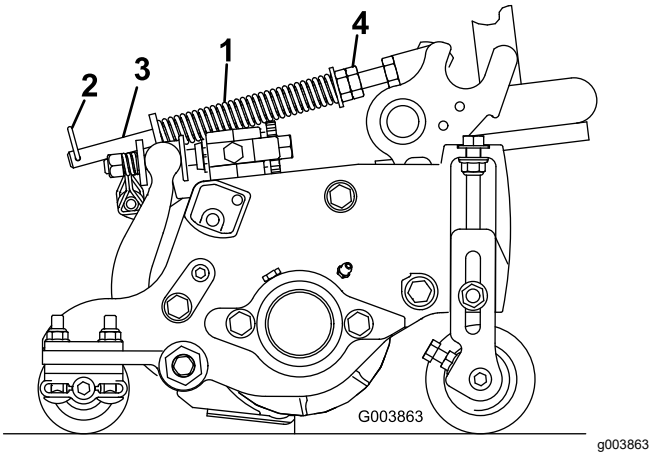

Figur 21
Dekkekompenseringsfjæren (Figur 21) overfører også vekt fra den fremre til den bakre valsen. (Dette er med på å redusere bølgemønsteret i dekket, også kjent som "ondulering".)
1. Kontroller at hårnålssplinten er installert i det bakre hullet på enden av stangen (Figur 21).
2. Stram til sekskantmutteren foran på fjærstangen inntil den komprimerte lengden på fjæren er 15,9 cm (Figur 21).